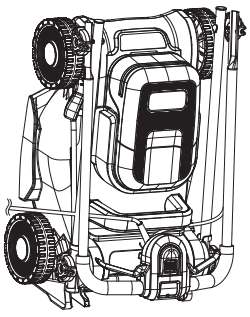

Rys. 24
9. Na czas przechowywania ustawić kosiarkę płasko lub pionowo (rys. 24).